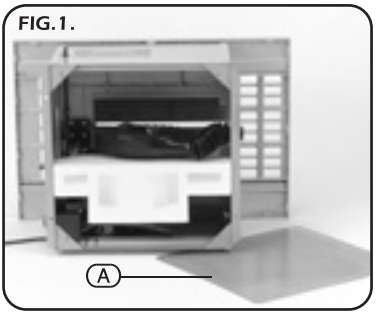

FIG.1.
Place machine so the base (A) is accessible and remove the four cross slot screws (12mm*). Remove the base (A) and store to one side. Remove all transit packaging (Fig.1).